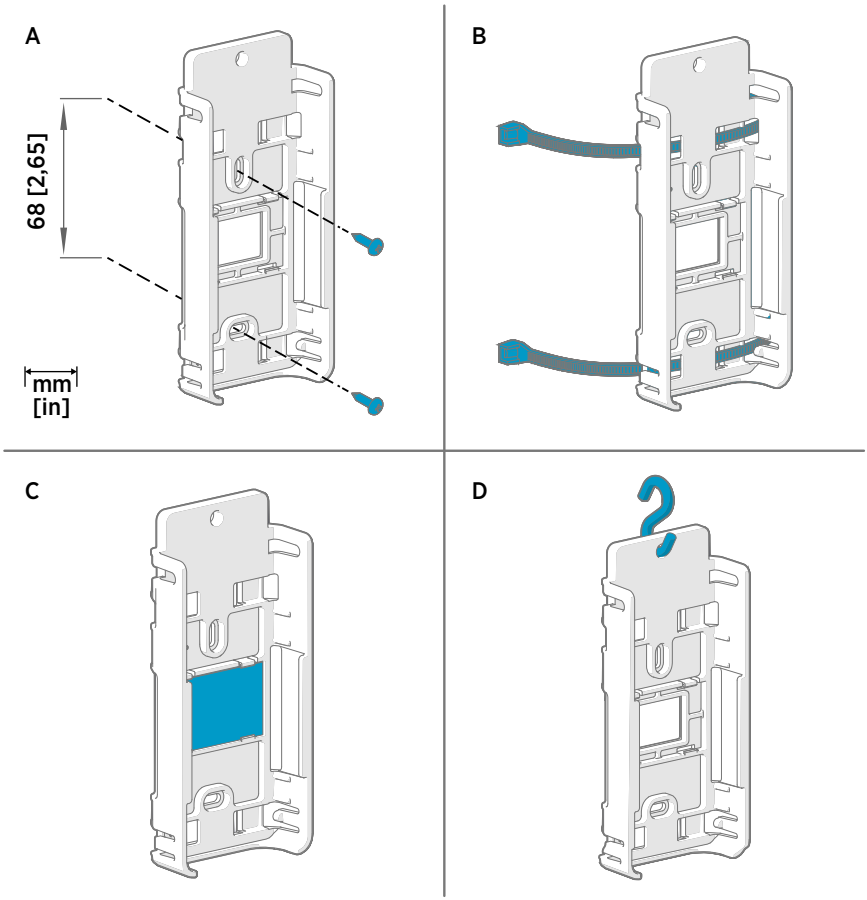

Figura 10 Métodos de montaje del RFL100
2. Instale el soporte de montaje con uno de los métodos de montaje que se muestran en Figura 10 (página 27). Oriente el soporte verticalmente de modo que la sonda o el cable de extensión apunten hacia abajo después de la instalación. No instale el RFL100 sin el soporte de montaje.